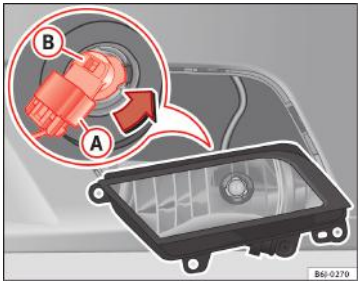

Fig. 168 Proiectoarele de ceață
– Scoateți conectorul ⇒fig. 168 Ⓐ de la bec.
– Rotiți soclul lămpii ⇒fig. 168 Ⓐ în sens antiorar şi trageți-l în afară. ▶